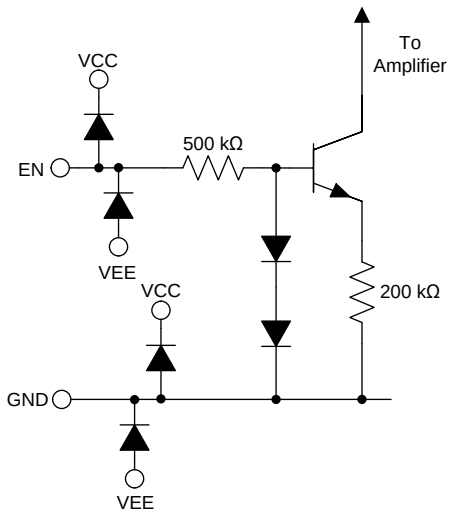

Figure 43. Enable Pin Simplified Internal Schematic
The enable pin (EN) of the OPA1622 is used to toggle the amplifier enabled and disabled states. The logic levels defining these two states are: $V_{EN} \leq 0.78$ V (shutdown mode), and $V_{EN} \geq 0.82$ V (enabled). These threshold levels are referenced to the device ground pin. The enable pin can be driven by a GPIO pin from the system controller, discrete logic gates, or can be connected directly to the V+ supply. Do not leave the enable pin floating because the amplifier is prevented from being enabled. Likewise, do not place GPIO pins used to control the enable pin in a high-impedance state because this placement also prevents the amplifier from being enabled. A small current flows into the enable pin when a voltage is applied. Using the simplified internal schematic shown in Figure 43, use Equation 4 to estimate the enable pin current:
As illustrated in Figure 43, the enable pin is protected by diodes to the amplifier power supplies. Do not connect the enable pin to voltages outside the limits defined in the *Specifications* section.
The inclusion of a ground pin in the OPA1622 architecture allows the internal enable circuitry to be referenced to the system ground, eliminating the need for level shifting circuitry in many applications. The internal amplifier compensation capacitors are also referenced to this pin, greatly increasing the ac PSRR. For highest performance, connect the ground pin to a low-impedance reference point with minimal noise present. As shown in Figure 43, the ground pin is protected by ESD diodes to the amplifier power supplies. Do not connect the ground pin to voltages outside the limits defined in the *Specifications* section.